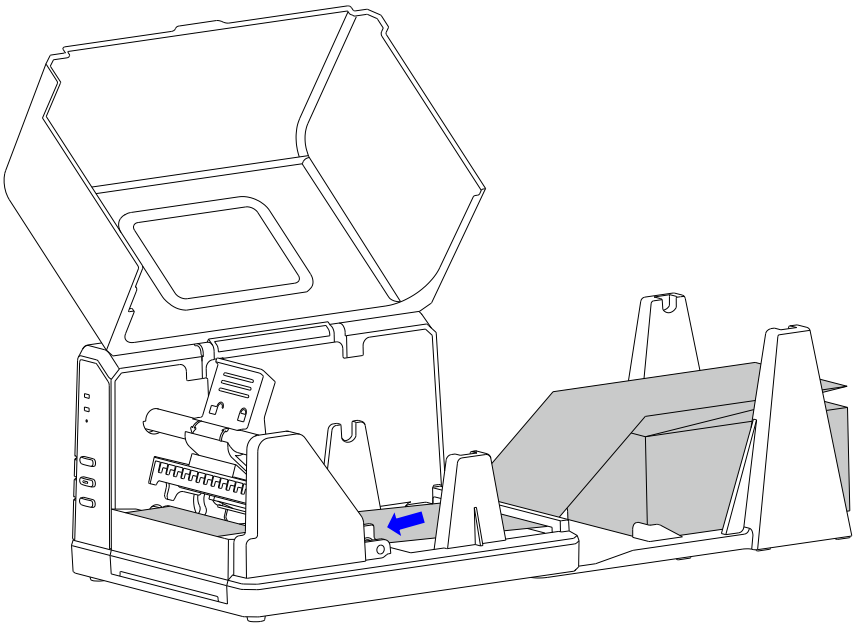

Figure 2-20 Thread the Media through Media Slot
4. Slide the Media Guides to the edge of the media, making sure that the media remains flat and is placed in the middle of the Tear-off Bar. This can be checked with the ruler on the Tear-off Bar. See Figure 2-20.